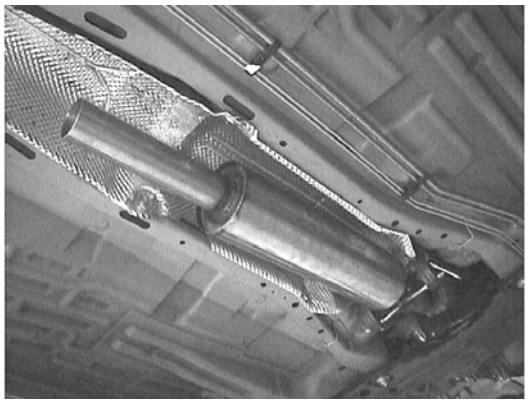

**Figure 4**
1. Using the hardware supplied and the original gasket, place your new Borla Performance front muffler assembly into position as shown in figure 4 securing the flange hand tight. Install the hangers into the rubber brackets.